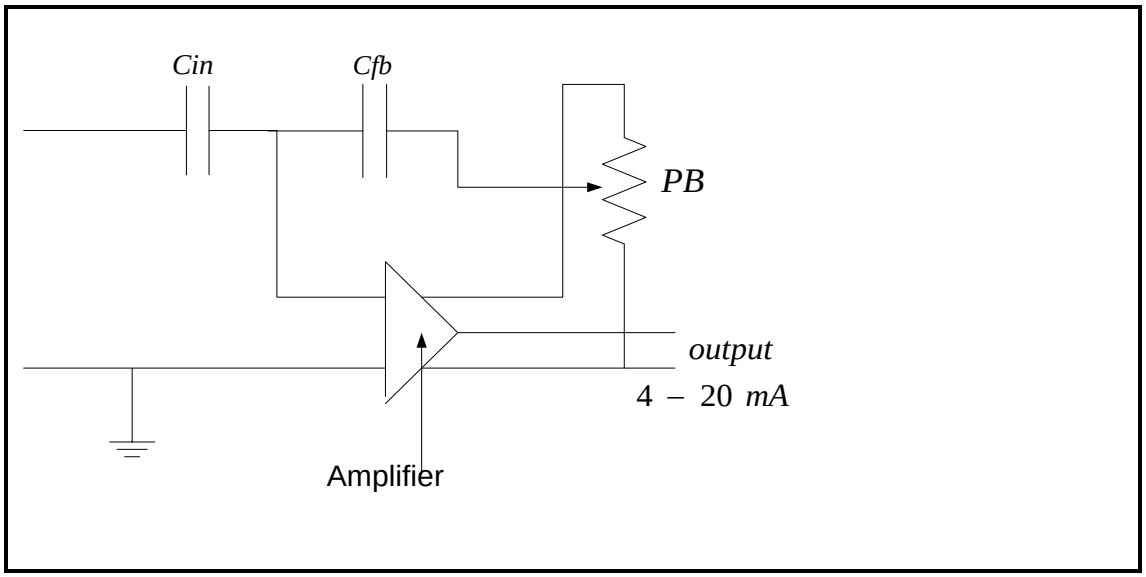

FIGUUR 2
5.1.1 Watter tipe beheerder is in FIGUUR 2 hier bo geïllustreer? (1)